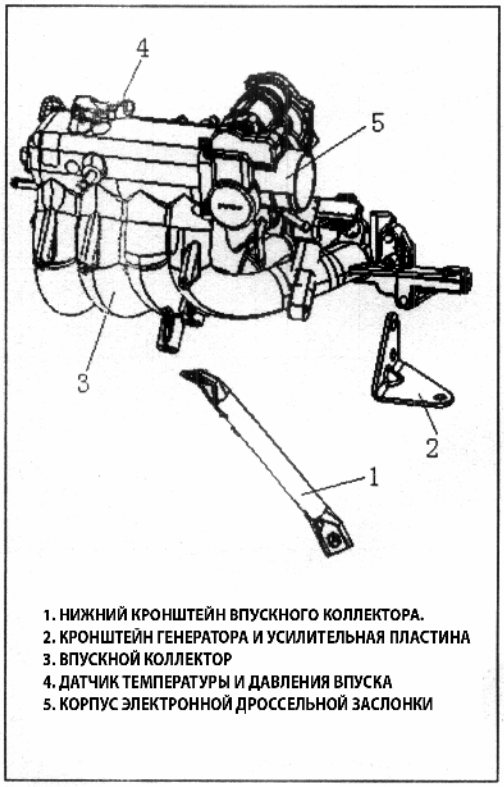

Рис. 22
7) Снимите нижний кронштейн впускного коллектора (Рис. 22).
8) Отсоедините кронштейн генератора и усилительную пластину (Рис. 22).
10) Снимите нижние болты впускного коллектора (Рис. 22).